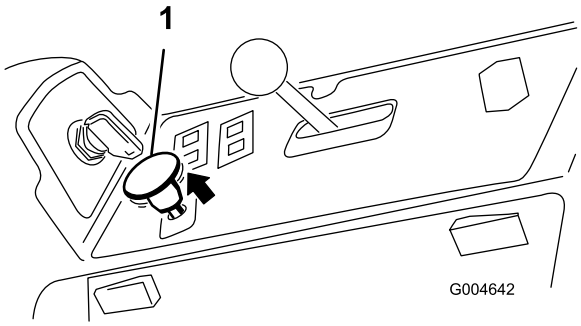

Figuur 19
3. Trek de aftakasschakelaar omhoog om de aftakas in te schakelen (Figuur 19).